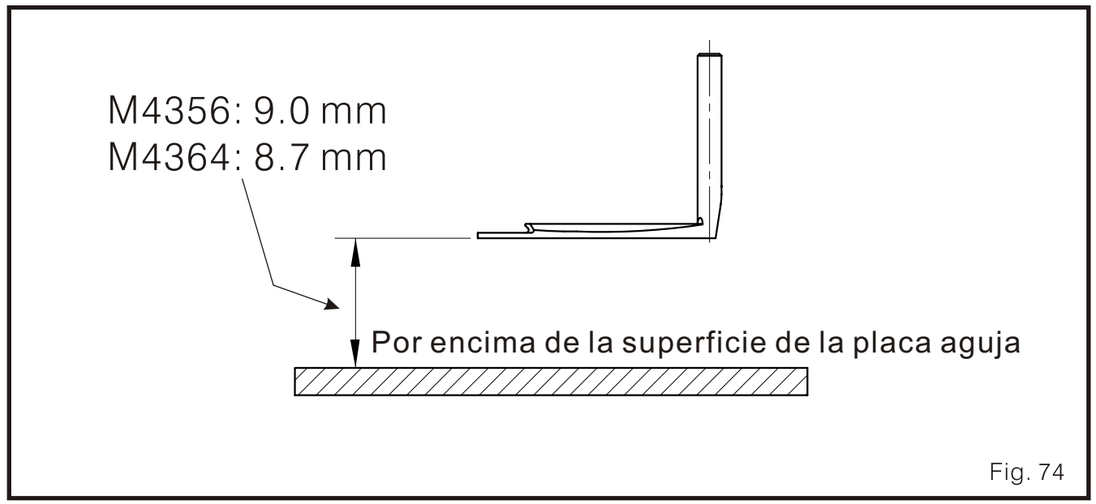

Fig. 74
4. La distancia desde el distribuidor a la superficie de la placa aguja es como se describe: (Fig. 74)